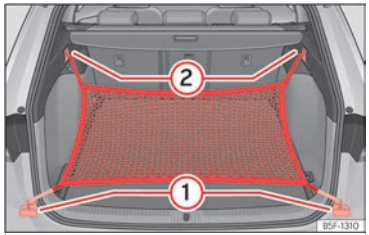

Fig. 205 En el maletero: argollas ① y ganchos ② para enganchar la bolsa de red.
- Fije los ganchos cortos de la red en las argollas de amarre ››› fig. 205 ① ››› ⚠. La crema-llera de la bolsa tiene que quedar hacia arriba.
- Fije las cintas en los ganchos para colgar bolsas ②.